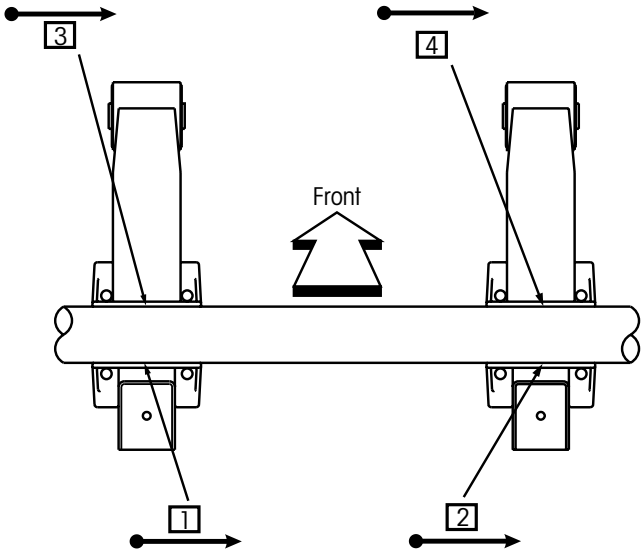

Figure 7: *Root pass sequence*
1. Beginning on the rear side of the axle/seat connection, place **four single root pass welds,** Figure 7.